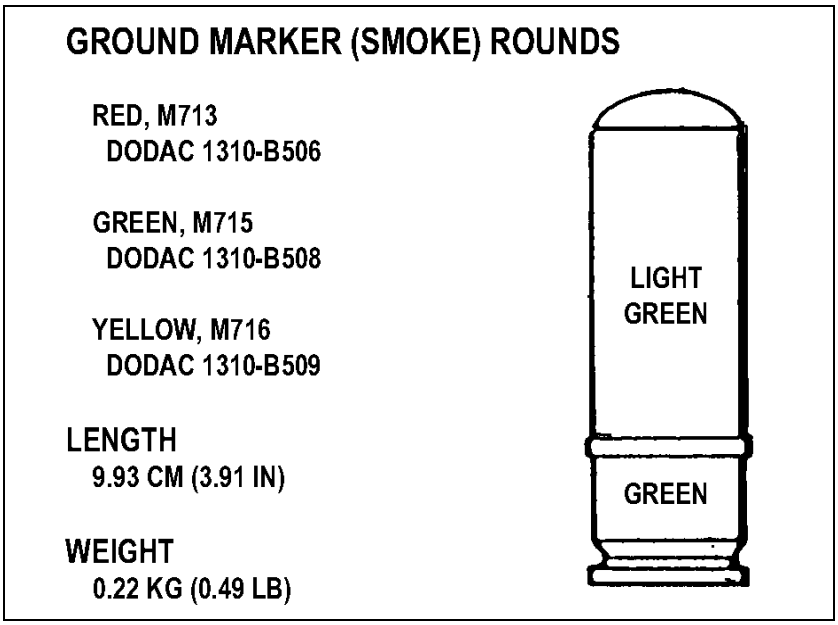

Figure 3-14. Ground marker round (smoke).
(5) ***Ground Marker Round***. This round is light green impact aluminum with black markings (Figure 3-14). It is used for aerial identification and for marking the location of soldiers on the ground. It arms between 15 and 45 meters. If a fuze fails to function on impact, the output mixture provided in the front end of the delay casing backs up the impact feature. The color of the ogive indicates the color of the smoke.